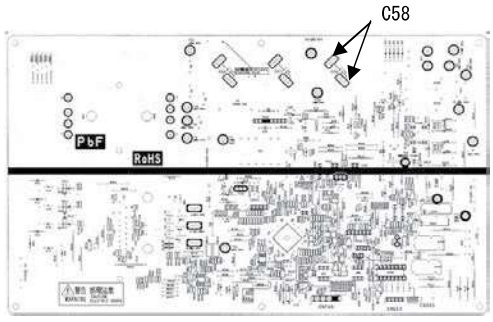

図３．電圧測定箇所
① 基板交換作業は電源を切って３分以上放置し、図３で示すコントロール基板部品面上のLED1（赤）が10秒以上消灯していることを確認してから実施してください。
（図３参照）
下記の要領でインバータ基板（図１）の交換を行ってください。インバータ基板の搭載箇所は図３を参照してください。
④ 図３の様に制御面を開き，図１で示すインバータ基板のＣＮＡ３（１－４ピン間）の**ＤＣ電源電圧を測定し，２０Ｖ以下（コンデンサ放電後の電圧）である事**を確認してください。（※）